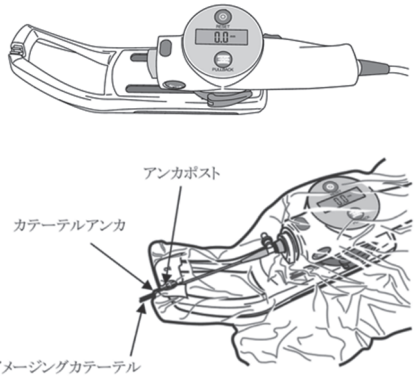

図 2: 超音波画像診断装置に係る附属品の取付け図
① モータドライブ・ユニットのケーブルを所定のコネクタに接続する。
② モータドライブ・ユニットをリユーザブルスレッドに取り付ける(図 2 参照)。
③ 滅菌バッグ(本認証に含まれない)の包装を開け、無菌的に取り出し、モータドライブ・ユニット及びリユーザブルスレッドをこの中に入れる。
④ イメージングカテーテルのハブをモータドライブ・ユニットに確実に接続し、モータドライブ・ユニットのイメージングスタートボタンを押す。
⑤ カテーテルの認識コードが画面に表示されることを確認する。
⑥ イメージングカテーテルのアンカをリユーザブルスレッドのアンカポストにはめる(図 2 参照)。